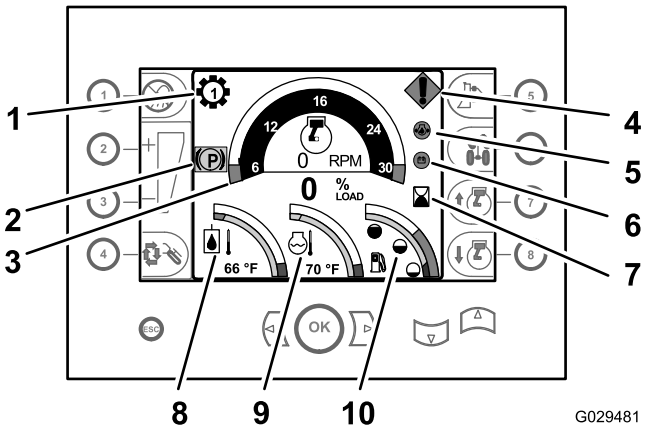
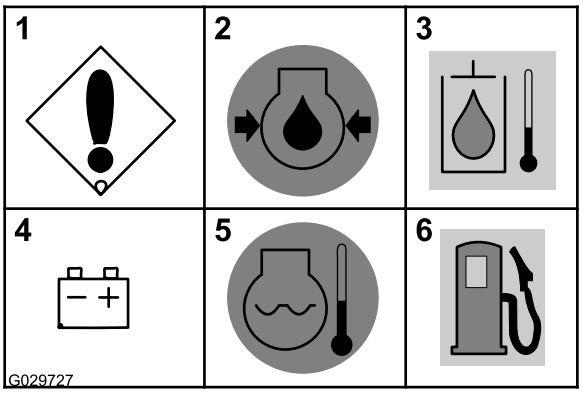

Bild 31
Bild 33
- **Ganganzeige:** Diese Anzeige zeigt den ausgewählten Gang im Getriebe an (Gang 1 bis Gang 4). Sie wird links über dem Tacho angezeigt (Bild 31).
- **Tachometer:** Der Tacho gibt die Motordrehzahl in Umdrehungen pro Minute an. Der Tacho wird oben in der Mitte des Command-Center-Displays angezeigt (Bild 31).
- **Betriebsstundenzähler:** Der Betriebsstundenzähler zeigt die Betriebsstunden des Motors an. Er wird im mittleren rechten Bereich des Command-Center-Displays, rechts neben dem Tacho, angezeigt (Bild 31).
- **Anzeige für die Hydrauliköltemperatur:** Diese Anzeige gibt die Betriebstemperatur des Hydrauliköls an; sie wird im unteren linken Bereich des Command Center-Displays angezeigt (Bild 31).
- **Anzeige für die Motorkühlmitteltemperatur:** Diese Anzeige gibt die Temperatur des Kühlmittels in der Motorkühlanlage an. Sie wird im unteren mittleren Bereich des Armaturenbretts angezeigt (Bild 31).
- **Anzeige für den Kraftstoffstand:** Diese Anzeige zeigt die restliche Kraftstoffmenge im Tank an; sie wird im unteren rechten Bereich des Command Center-Displays angezeigt (Bild 31).
- **Anzeige für aktivierte Feststellbremse:** Diese Anzeige wird angezeigt, wenn die Feststellbremse aktiviert ist (Bild 31). Die Anzeige wird nicht mehr angezeigt, wenn Sie die Feststellbremse lösen.
- **Maschinen- oder Motordefekt:** Diese Meldung wird angezeigt, wenn die Maschine oder der Motor einen Defekt aufweisen. Die Ursache für den Defekt wird auf dem Diagnostikbedienfeld angezeigt (Bild 33).
- **Geringer Motoröldruck:** Diese Warnmeldung wird angezeigt, wenn der Öldruck im Motor 13 psi oder niedriger ist (Bild 31 und Bild 33).
- **Hohe Hydrauliköltemperatur:** Diese Warnmeldung blinkt, wenn die Temperatur des Öls in der Hydraulikanlage 102° C oder höher ist (Bild 33)
- **Prüfen der Lichtmaschine oder Batterie:** Diese Meldung wird angezeigt, wenn die Spannung der Lichtmaschine und der Batterie 12 Volt oder niedriger ist (Bild 31 und Bild 33).
- **Motor überhitzt:** Diese Warnmeldung blinkt, wenn die Temperatur des Motorkühlmittels 104° C oder höher ist (Bild 31 und Bild 33).